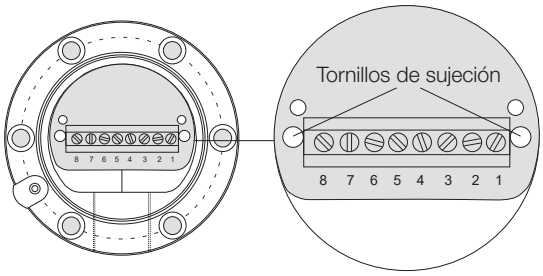

Fig. 4-6: Carcasa típica con módulo de bornes de conexión, asignación de pines
4. Retirar los dos tornillos de sujeción (véase Fig. 4-6) del módulo electrónico.